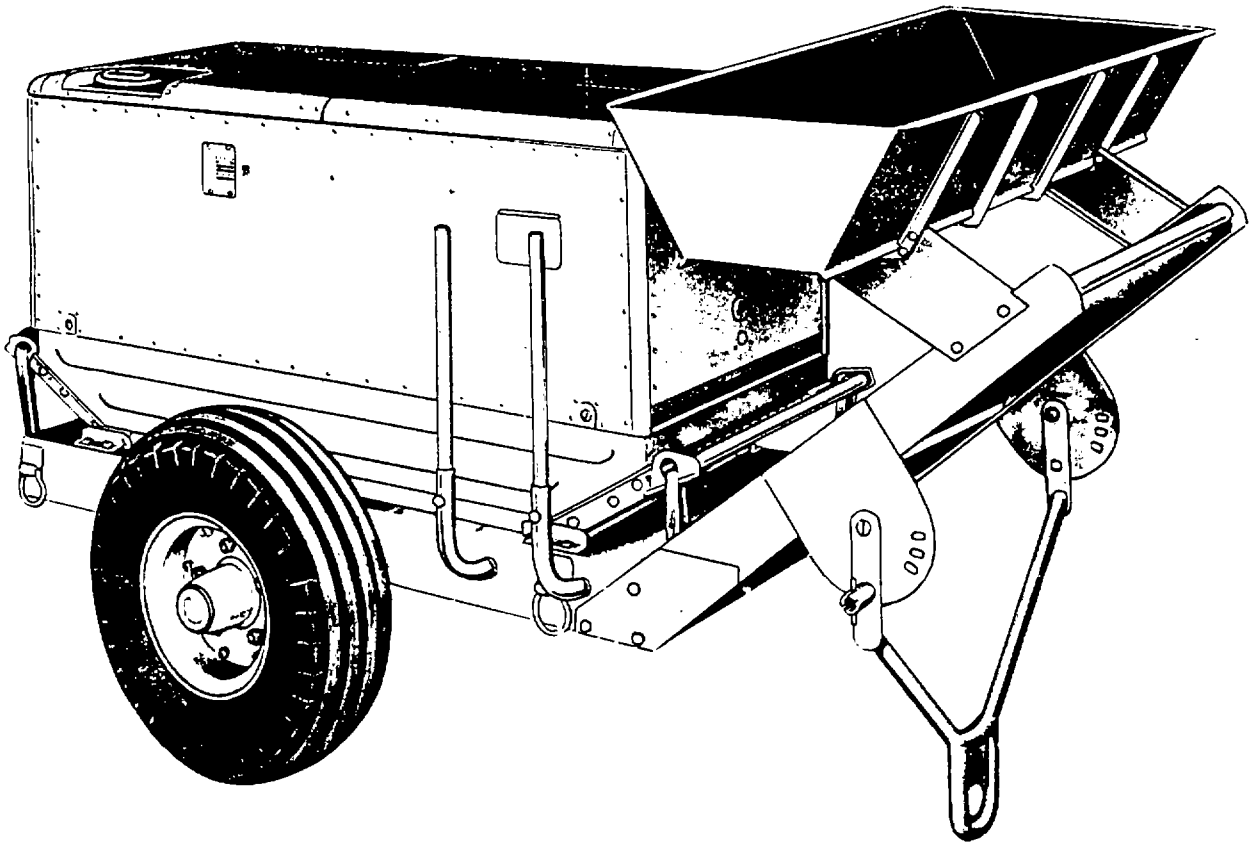

Figure 9-15. Typical Aircraft Preheater
(7) Maintenance. Consult the applicable maintenance manual for scheduled and preventive maintenance requirements.
h. Aircraft Preheater. The aircraft preheater, shown in figure 9-15, will deliver 40,000 to 400,000 BTUs/hour within the specified operating condition limits. The preheater will deliver uncontaminated air with a regulated discharge air temperature of 150 to 280°F (66 to 138°C)at an adjustable air delivery rate of 435 to 815 cfm. Flexible ducts are used to direct the heated air where it is needed.
(1) Purpose. The aircraft preheater is specifically designed to preheat aircraft engines, cockpits and cabins when the aircraft is in cold weather areas. It is often used to provide heat to aircraft repairers as they perform outdoor maintenance in the winter.
(2) Principles of operation. The aircraft preheater has a prime mover assembly and a heat generator assembly.